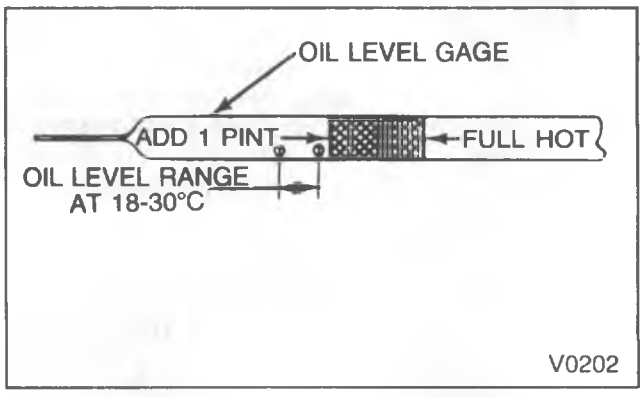

Figure 62 – Transmission Dipstick
6. Check fluid level, color and condition. Refer to "Transmission Fluid Information" in this section. See figure 62 for dipstick detail.